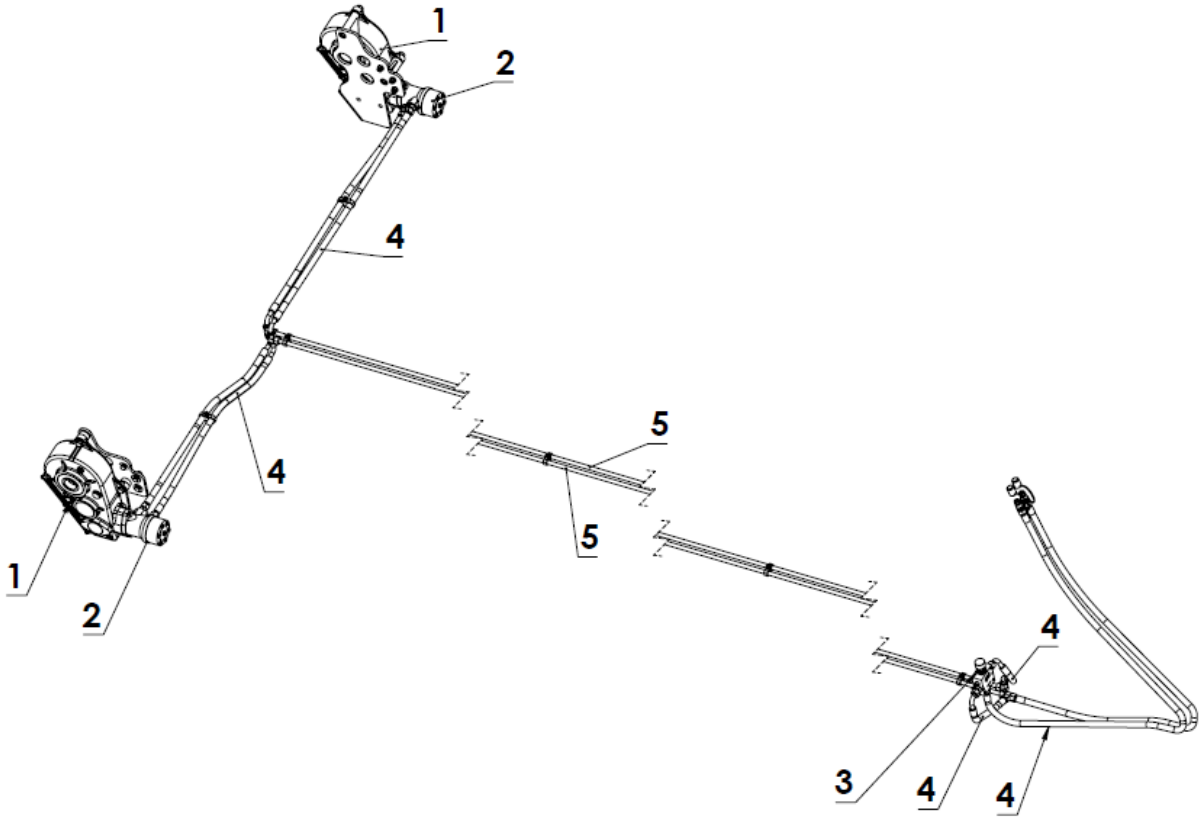

Rysunek 4.7. Budowa napędu przenośnika
Instalacja hydrauliczna przenośnika (Rys. 4.7) zasila dwa silniki (2) napędzające przekładnie (1) po obu stronach rozrzutnika. Umożliwia to przesuwanie materiału wewnątrz skrzyni w kierunku adaptera. Z przodu maszyny znajduje się regulator (3) z pokrętłem umożliwiający bezstopniową